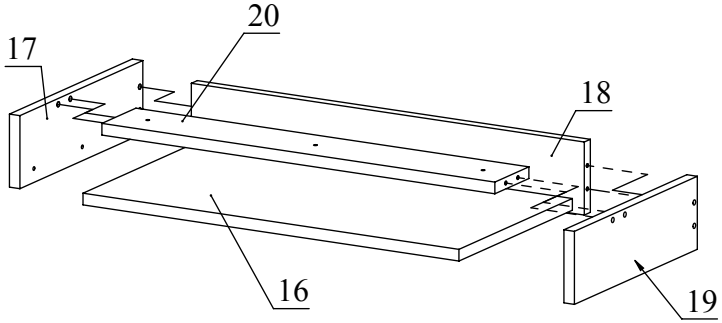

Рис.8
9. Соберите клавиатурную полку (Рис.8), закрепите на ней уголки и прикрепите её шурупами 3,5х16 и 4х30 снизу к столешнице.